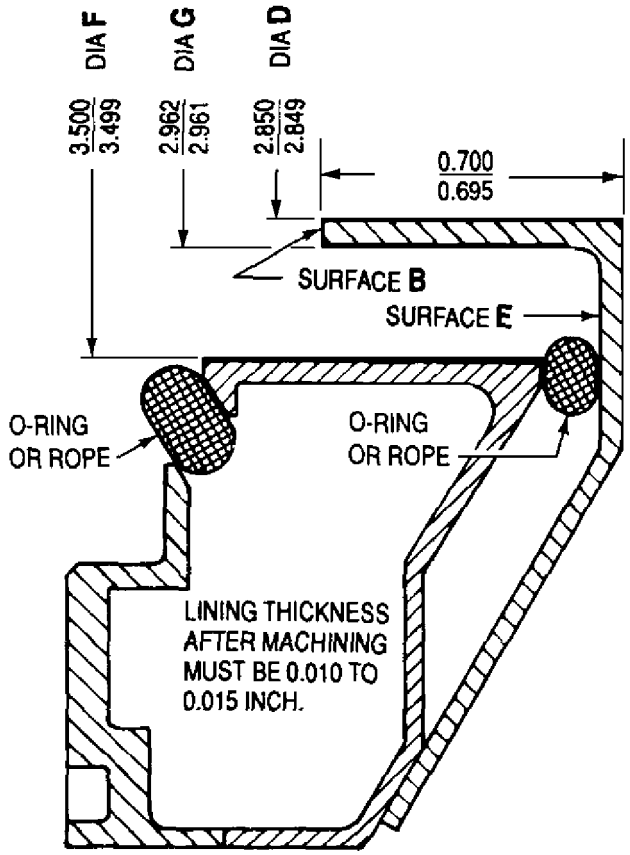

Figure 1. Compressor Front Labyrinth Seal Stator Assembly Lining Limits
a. Refer to tables 1 through 4 and figure 1 for compressor front labyrinth seal assembly inspection limits.
(1) Set up torch; heat solder and scrape from seal.
(2) Use a locally fabricated hook type tool to clean and debur Surface E (figure 1) and passageway area.
e. Seal off the bottom of the OD seal surface with a clean fire resistant rope or approved equivalent forming a sealed cavity between seal surfaces (figure 1).